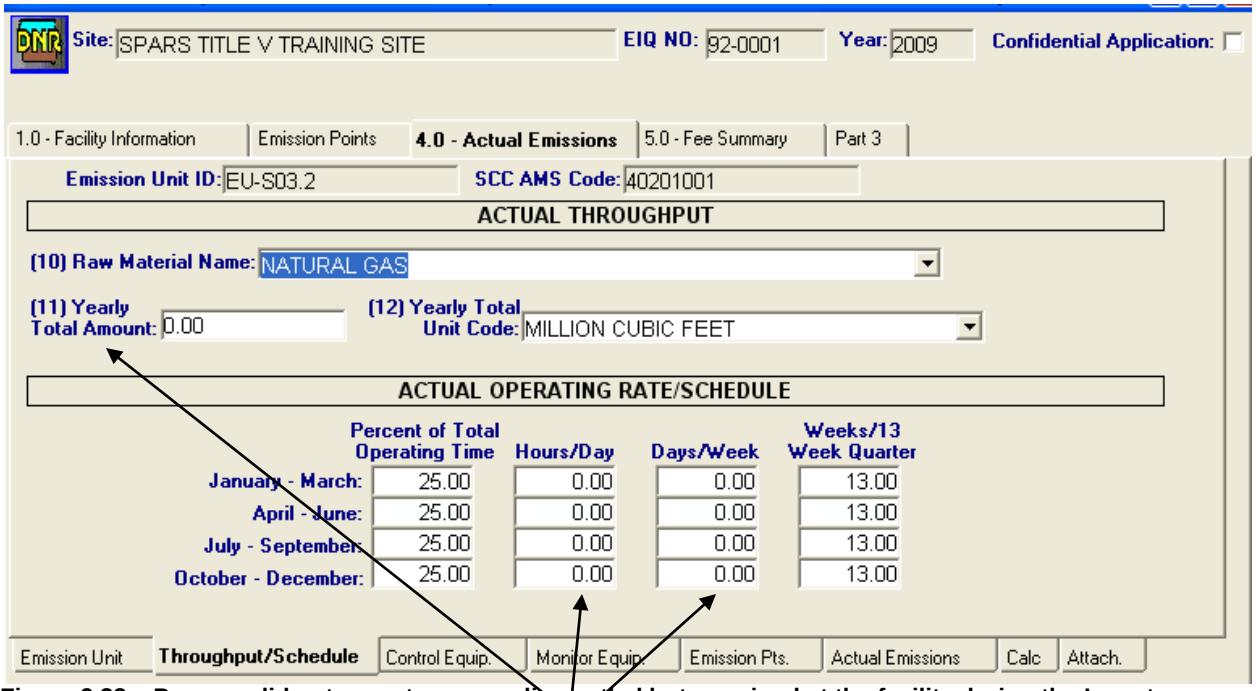

Figure 9.33 – Process did not operate or was dismantled but remained at the facility during the Inventory Year.
- ✓ If the process did not operate or if it was decommissioned but remained at your facility during the Inventory Year, enter "zero" in the **Yearly Total Amount** field and update the **Actual Operating Rate/Schedule** on the **Throughput/Schedule** sub tab. See Figure 9.33.